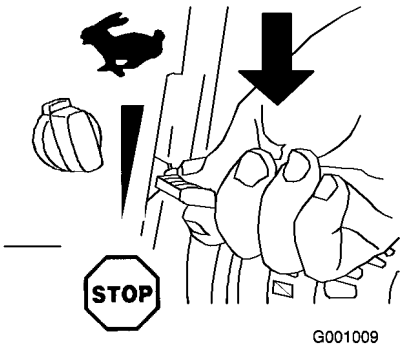

Figur 25
1. Flytta gasreglaget till Stop (Figur 25).